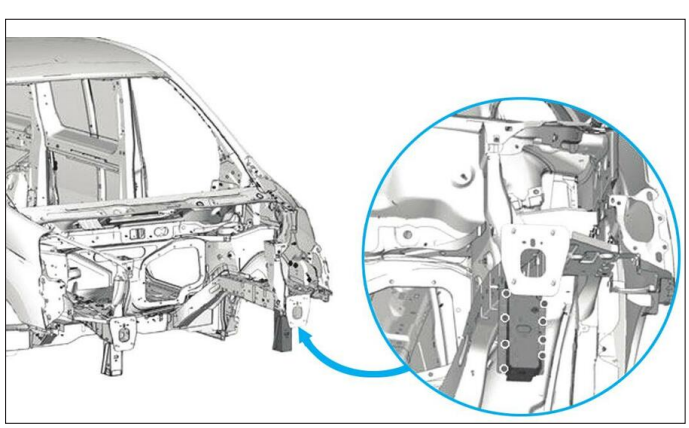

**FIG. 25**
• Souder par points électriques (120 mm) **(Fig.25)**.